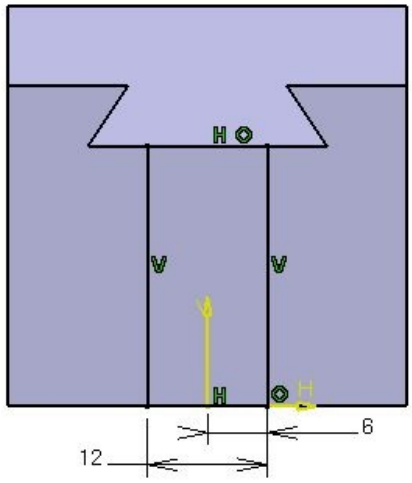

Figure 5-43 *Sketch of the third feature*
c. Create the third feature by extruding a sketch drawn on the right face of the base feature using the **Pocket** tool, refer to Figures 5-43 and 5-44.
2. Draw the sketch, as shown in Figure 5-43, and then exit the **Sketcher** workbench.